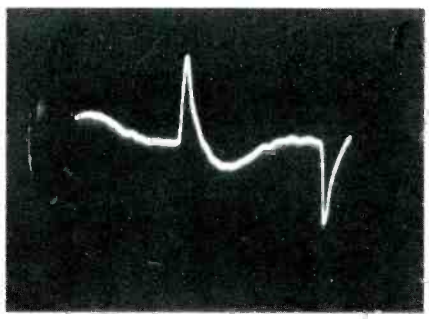

Fig. 9—Acoustic output of the woofer in response to the step-front of a low-frequency square wave.
Transient response refers to the ability of the woofer to follow the starting and stopping (attack and decay) of sudden changes in the electrical signal. In a woofer, this is a function of the system Q. It is generally considered that a Q of one offers the flattest response with a minimum of ringing, and the response curve of Fig. 5 conforms to this shape. Since the woofer is driven by a series resonant LC circuit, we need to see if the transient response follows the rules. It has been shown (9) that a woofer in a sealed-box with a Q of one will have about 33 percent overshoot to a step-signal, and will decay within one cycle. Figure 9 is an oscilliscope photo of the wave-form of the acoustic output in response to the step-front of low-frequency square wave. The overshoot past the neutral or start position is exactly that expected with a Q of one, and shows that the woofer is properly damped both acoustically and electrically. This test was made indoors, and the small ripples in the waveform are due to room boundary reflections.